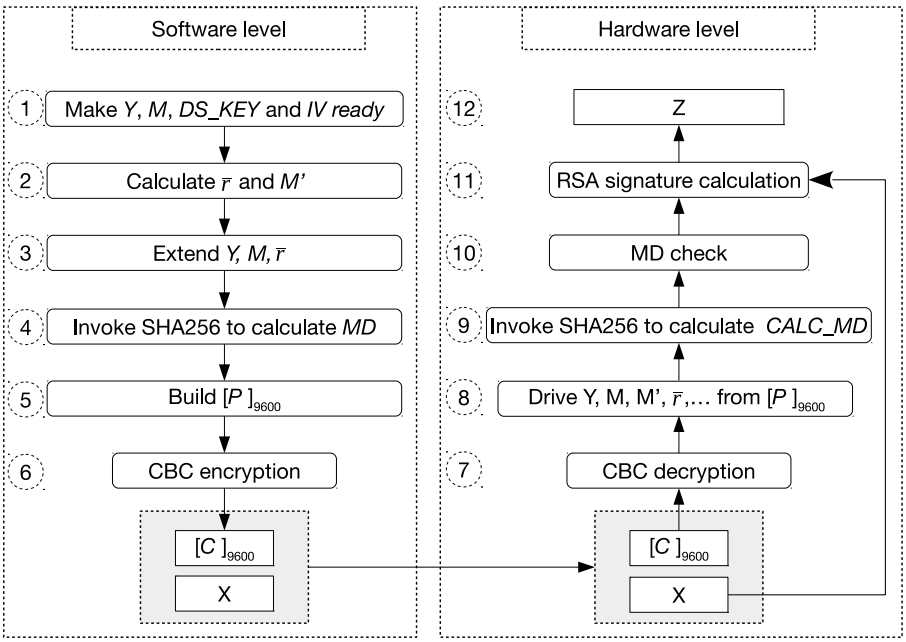

Figure 22.3-1. Software Preparations and Hardware Working Process
If users want to use the DS module for digital signature, the software and hardware must work closely to implement this successfully, and the software needs to do a series of preparations, as shown in Figure 22.3-1. The left side lists preparations required by the software before the hardware starts RSA signature calculation, while the right side lists the hardware workflow during the entire calculation procedure.
1. The software preparation (left side in the Figure 22.3-1) is a one-time operation before any signature is calculated, while the hardware calculation (right side in the Figure 22.3-1) repeats for every signature calculation.
You need to follow the steps shown in the left part of Figure 22.3-1 to calculate $C$. Detailed instructions are as follows:
1. **Decryption: Step 7 and 8 in Figure 22.3-1**
The decryption process is the inverse of Step 6 in figure 22.3-1. The DS module will call AES accelerator to decrypt $C$ in CBC block mode and get the resulted plaintext. The decryption process can be represented by $P$ = AES-CBC-DEC ($C$, $DS_KEY$, $IV$), where $IV$ (i.e., $[IV]_{128}$) is defined by you. $[DS_KEY]_{256}$ is provided by HMAC module, derived from $HMAC_KEY$ stored in eFuse. $[DS_KEY]_{256}$, as well as $[HMAC_KEY]_{256}$ are not readable by users. For more information, please refer to Chapter 19*HMAC Accelerator (HMAC)*.
2. **Check: Step 9 and 10 in Figure 22.3-1**
The DS module will perform two checks: MD check and padding check. Padding check is not shown in Figure 22.3-1, as it happens at the same time with MD check.
3. **Calculation: Step 11 and 12 in Figure 22.3-1**